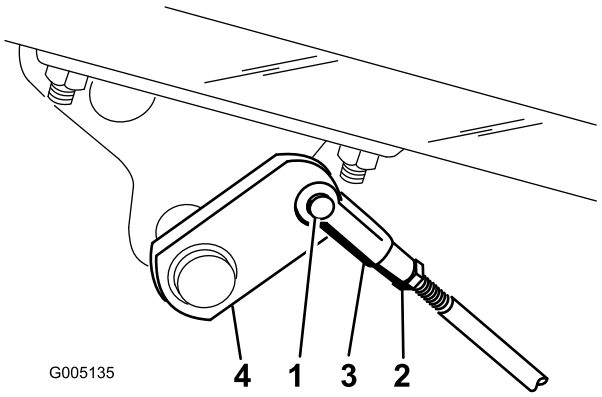

Figur 54
2. Hvis bremsene ikke låses likt, kobler du fra bremsestengene ved å fjerne splinten og splittpinnen (Figur 54).
3. Løsne låsemutteren, og juster sjakkelen (Figur 54).
4. Monter sjakkelen på bremseakselen (Figur 54).